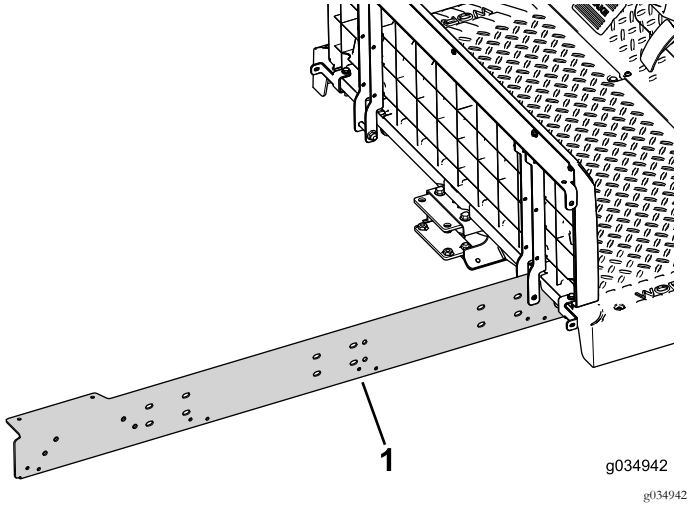

Figur 70
2. Monter forlengelsesskinnen løst på høyresiden av maskinen (Figur 70).